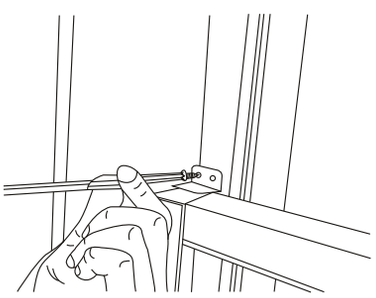

Fig.9
C. Pour fixer le châssis inférieur en place, fixez le verrou de châssis en angle droit avec une vis de 3/4" (19mm) ou de 1/2" (12,7mm) comme indiqué (Fig.9).